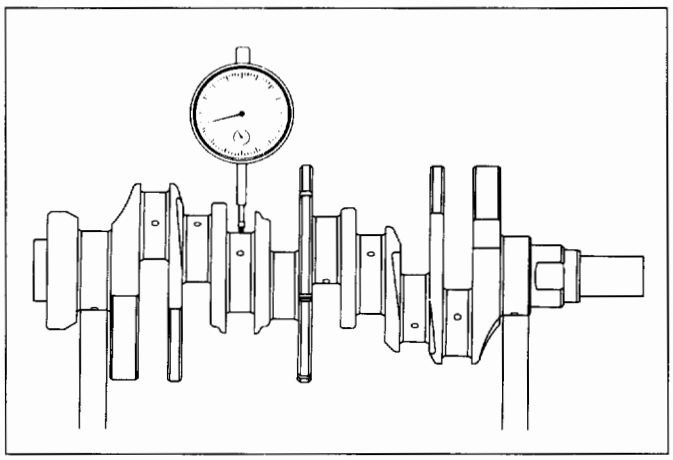

Fig. 6A-71
Slowly rotate the crankshaft and measure the runout. If the crankshaft runout exceeds the specified limit, the crankshaft must be replaced (Fig. 6A-71).
2. Measure the diameter and the uneven wear of main journal and crank pin (Fig. 6A-72).